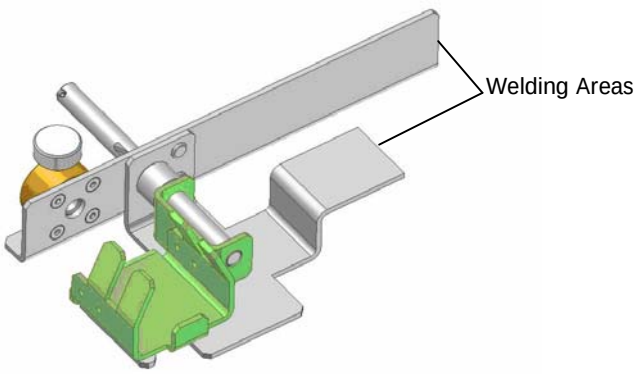

Figure 3-4. Draining Valve Locking Unit
2. Fasten the device to its location by welding its backside (refer to Figure 3-4).